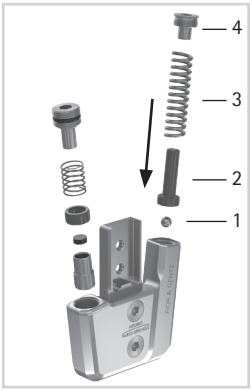

Fig. 16
1 Insérez la bille (1) dans le boulon (2 ; Fig. 16).